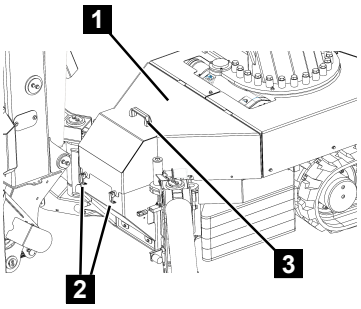

Fig. 167
2. Remove the cover (Fig.167/1) by loosening the catches (Fig.167/2) and using the handle (Fig.167/3).